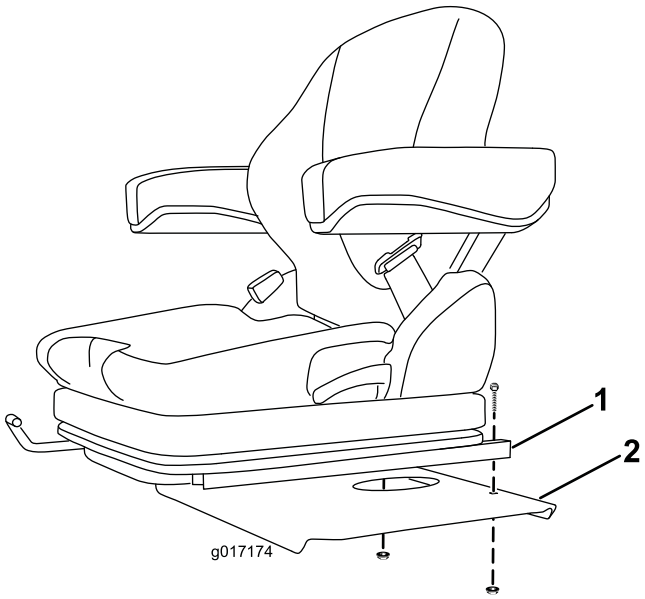

Figur 8
1. Monter bagenden af hver sædeslæde på sædepladen med en bolt og flangemøtrik (Figur 8).